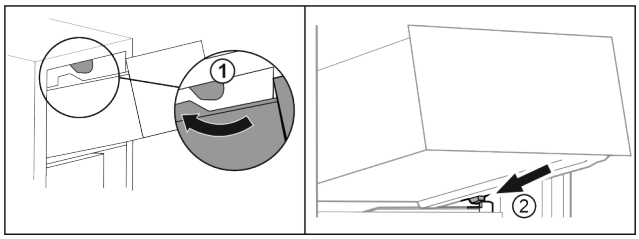

Fig. 112
▶ Schubfach um die oberen Stopper herumführen. *Fig. 112 (1)*
▶ Schubfach schräg hinter den unteren Stoppern auf Behälterrippe aufsetzen. *Fig. 112 (2)*